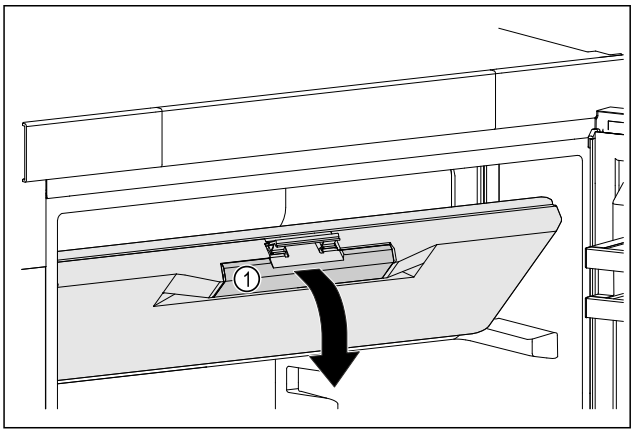

*Fig. 45*
▶ Hold the freezer compartment door by the recessed handle *Fig. 45 (1)*.